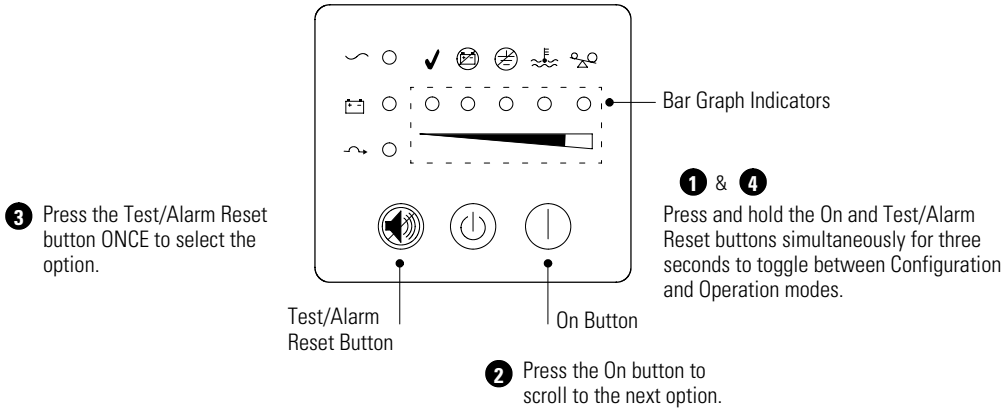

Figure 17. Using Configuration Mode
When the UPS is in Configuration mode, the bar graph indicators represent the configuration options. Use the control buttons (On | button and button) to modify the UPS configuration. Figure 17 shows the LEDs and Table 2 explains the corresponding options.
2. Press and hold the On | button until you hear the second beep to scroll through the options. The LED for the selected option indicates the current setting; flashing represents disabled options (see Figure 17 and Table 2).